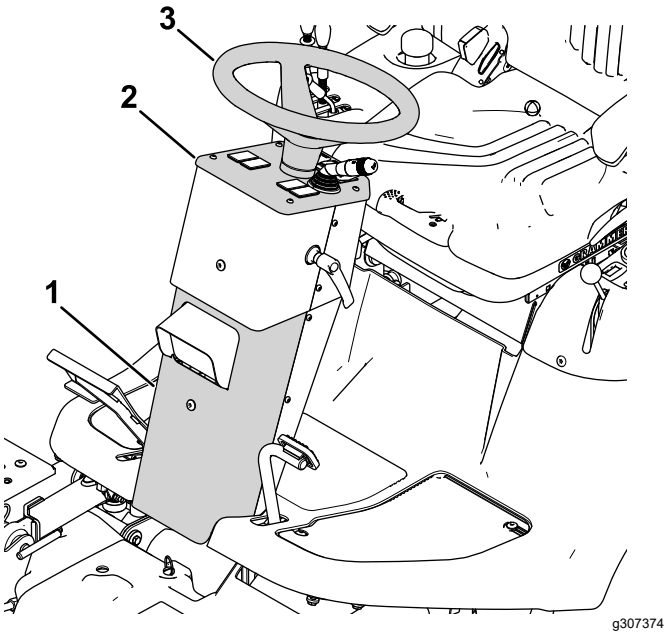

Figur 13
3. Ta bort ratten, instrumentbrädan och frontpanelen (Figur 13).